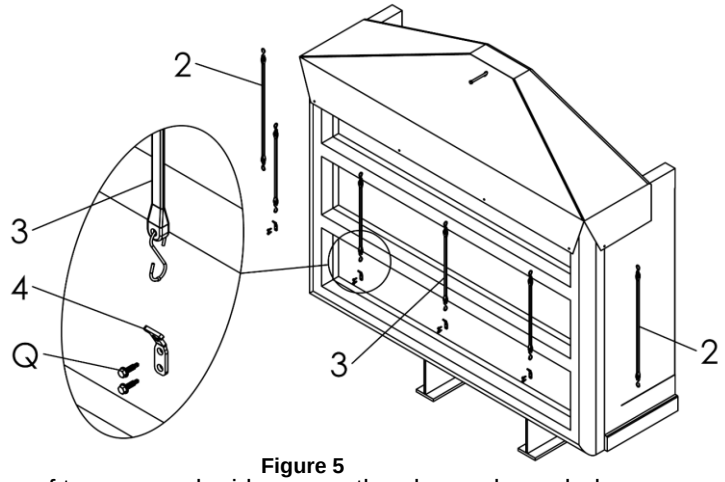

Figure 5
6. **Figure 5.** First, hook the snap straps (2) on each side.
7. Install the anchoring plates (4) with the screws (Q) and snap the rear straps (3).